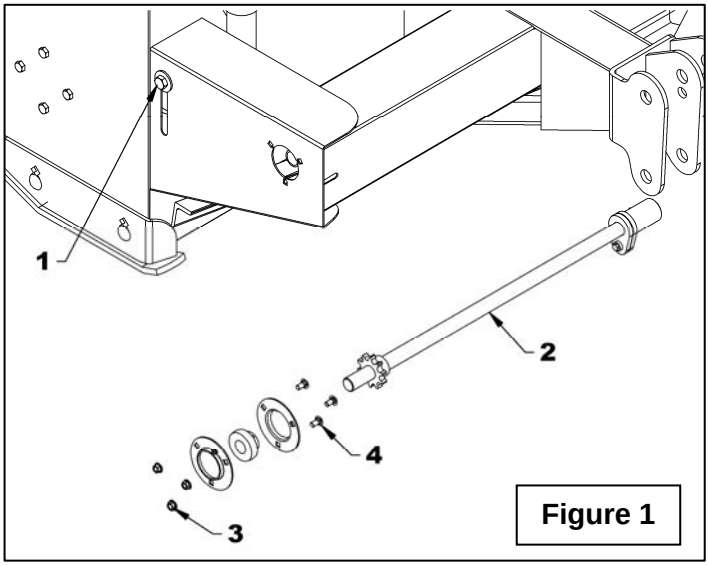

Figure 1
1. **Figure 1:** Desserrer le boulon du tendeur (item 1). Enlever la chaîne en prenant soin de prendre en note son parcours et l'orientation de la barrure de la maille d'accouplement.
2. **Figure 1:** Retirer l'arbre d'entraînement (item 2) en dévissant les trois boulons et écrous (items 3-4).